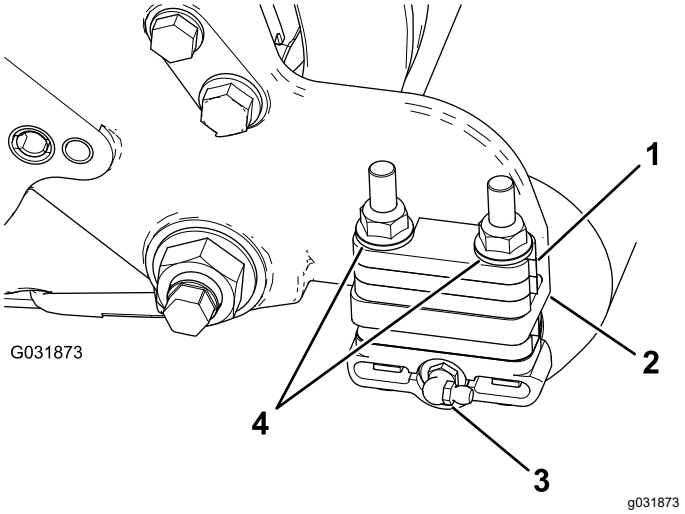

Figura 9
1. Retire o bocal de lubrificação do rolo de cada lado da unidade de corte que possui a caixa da escova do cilindro (Figura 9).
3. Remova as duas porcas de flange que prendem cada suporte do cilindro às placas laterais (Figura 9).